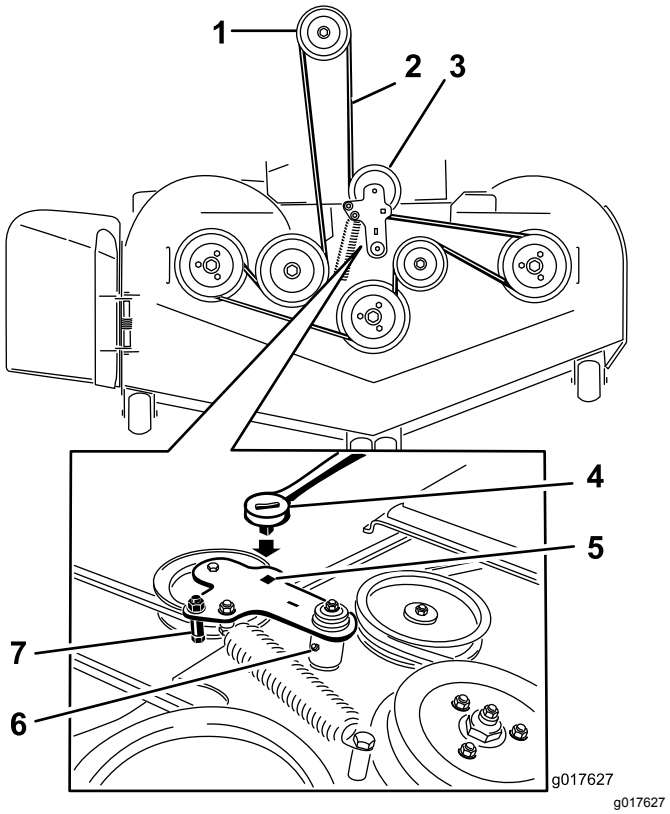

**Figur 87**
5. Løft vognbunden op, og stik en skralde i det firkantede hul i skjoldstyrearmen (Figur 87).
6. Drej skjoldstyrearmen med uret, og tag plæneklipperremmen af (Figur 87).